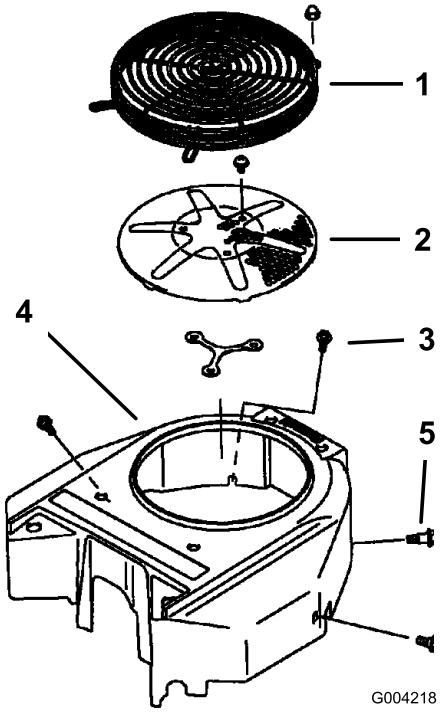

Figur 62
3. Afmonter luftindtagsskærmen og ventilatorhuset (Figur 62).
5. Installer luftindtagsskærmen og dernæst tilbageslagsstarteren og ventilatorhus (Figur 62).